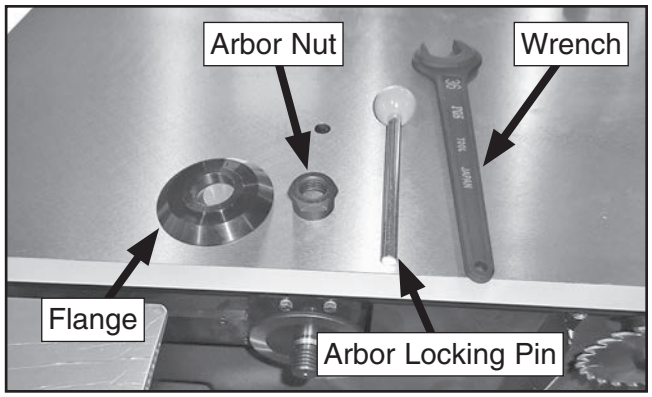

Figure 37. Main blade arbor parts and tools for changing blade.
26. Continue unthreading arbor nut clockwise (it has left-hand threads) until you can remove flange (see **Figure 37**).